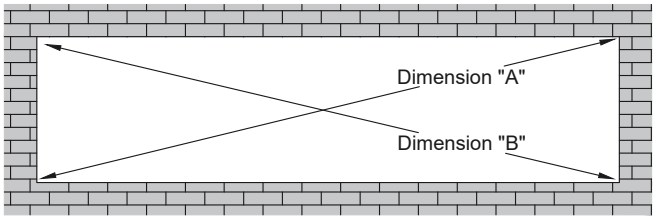

FIG. 1. Dimension "A" = "B"
A. Make sure the opening is square and plumb. Measure each diagonal of the opening. **SEE Fig. 1.**